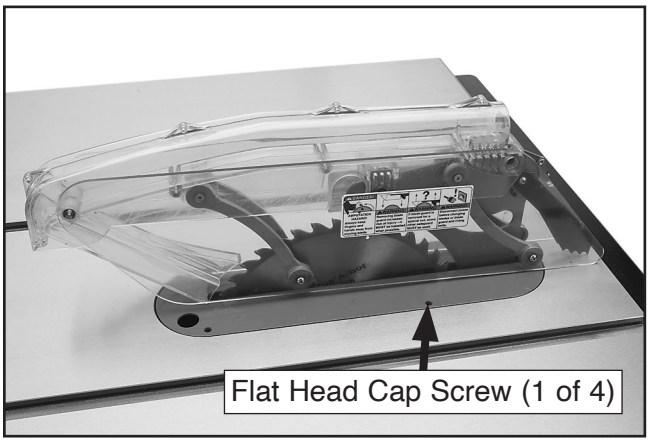

Figure 52. Blade guard installed.
3. Adjust flat head cap screws (see **Figure 52**) to make sure table insert is flush with table (use a straightedge as a guide).
Note: *The blade guard, when properly installed, should be set up similarly to* ***Figure 52****. It should pivot freely up and down and return to the table in the resting position. It should also swing up high enough to accommodate the workpiece.*